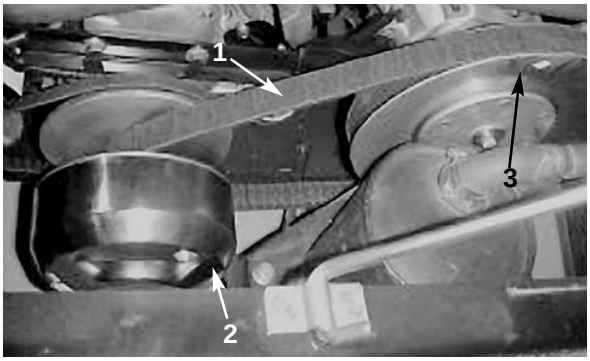

Afbeelding 25
1. Laat de aandrijfriem over de secundaire koppeling ronddraaien (Afb. 25).
2. Verwijder de riem van de primaire koppeling (Afb. 25).